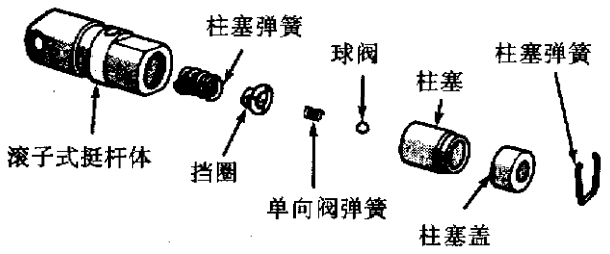

图 3－108　挺杆组装
②清洁柱塞盖上面挺杆内漆膜状沉积物。
③倒扣挺杆以卸下柱塞盖、柱塞、球阀、单向阀、单向阀弹簧、单向阀挡圈和柱塞弹簧。组装时按图 3－140 装回。